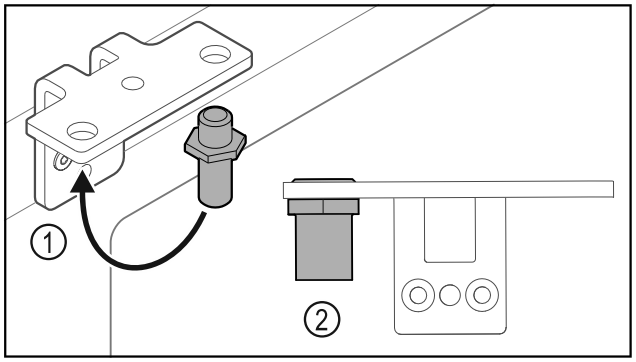

Fig. 13
▶ Mutați bolțul *Fig. 13 (1)* în colțarul balamalei.
▶ Strângeți bolțul *Fig. 13 (2)* cu **cuplul de 12 Nm**.